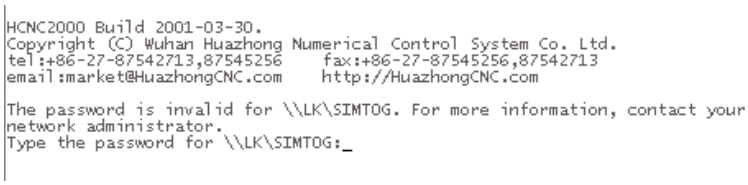

图 7.2.4 输入共享密码
(6) 按下机床控制面板上的“急停”按钮；
(7) 按 MDI 键盘上任意键，如果映射的网络路径不需要共享密码，则系统出现瞬间黑屏后又返回到 HNC-21M 软件操作界面，并建立了网络路径
(8) 否则弹出如图 7.2.4 所示画面；